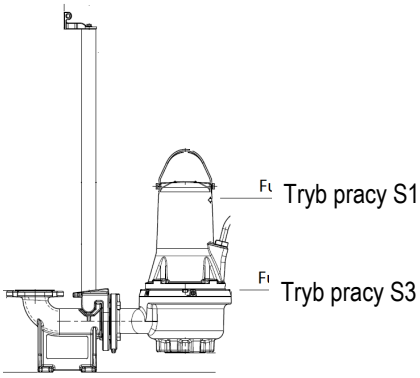

Rys. 2 Poziomy wyłączania
- **Tryb pracy S1** (praca ciągła); pompa musi być zawsze zanurzona w pompowanej cieczy aż do wierzchołka silnika. Patrz: rys. 2..
- **Tryb pracy S3** (działanie w trybie przerywanym), pompa musi być pokryta cieczą, aż do górnej cząści korpusu pompy. Patrz rys. 2 (tylko dla wersji odpornych na eksplozje).